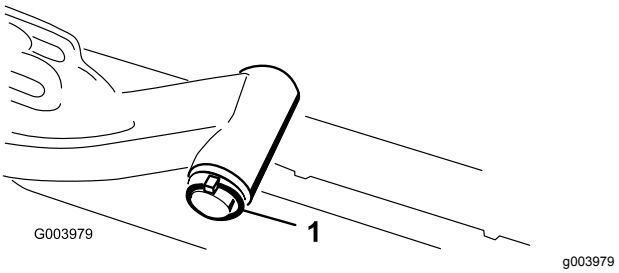

**Figur 11**
A. Fjern ringstiften og skiven som fester løftearmens dreieaksel til løftearmen, og skyv løftearmens dreieaksel ut av løftearmen (Figur 11).
C. Før inn løftearmsakselen i løftearmen og fest den med skiven og lynsjepinnen (Figur 11).